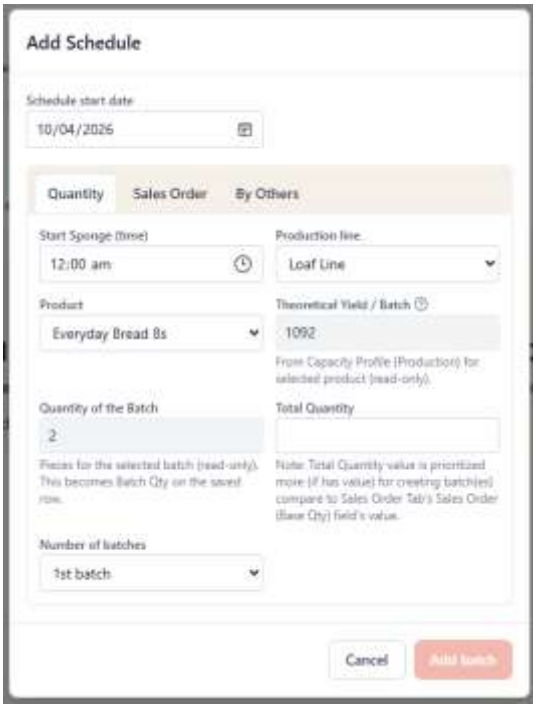

Figure 44: Add Schedule, Quantity Tab
Step 1a: Go to Scheduling Page & click "Add Schedule" button and a dialog will appear as seen in Figure 44. You will see three (3) tabs namely Quantity, Sales Order and By Others. In the Quantity Tab, select a Product to do a schedule batch(es) w/. If want to generate the schedule already, just fill out the Total Quantity and click "Add Batch". This will generate you an SKU having schedule batch(es) but w/o details e.g. Sales Order, SO-CO, Samples, Exchange for Loss, etc. as